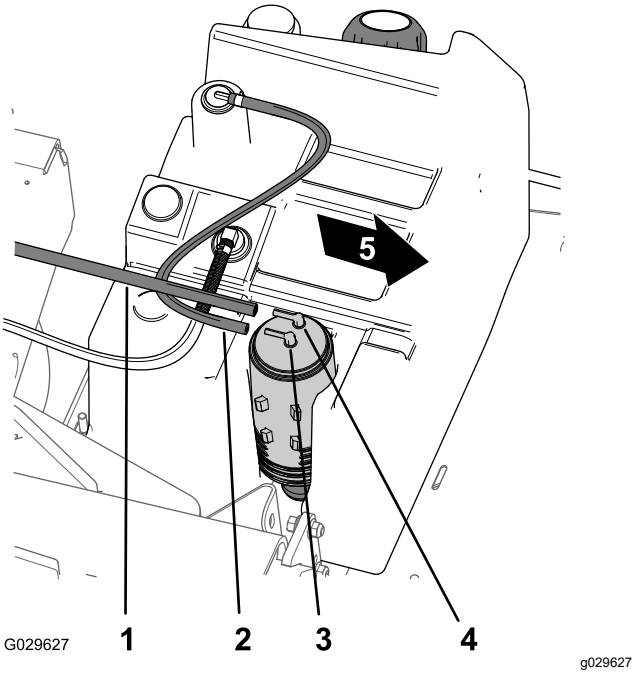

Figur 43
1. Koppla bort vakuumslangen från kopplingen på kolkanistern som är märkt ”Purge” (Figur 43).
2. Koppla bort bränsletanksslangen från kopplingen på kolkanistern som är märkt ”Fuel Tank” (Figur 43).
8. Anslut vakuumslangen till kolkanisterns koppling som är märkt ”Purge” och bränsletanksslangen till kopplingen som är märkt ”Fuel Tank” (Figur 43).